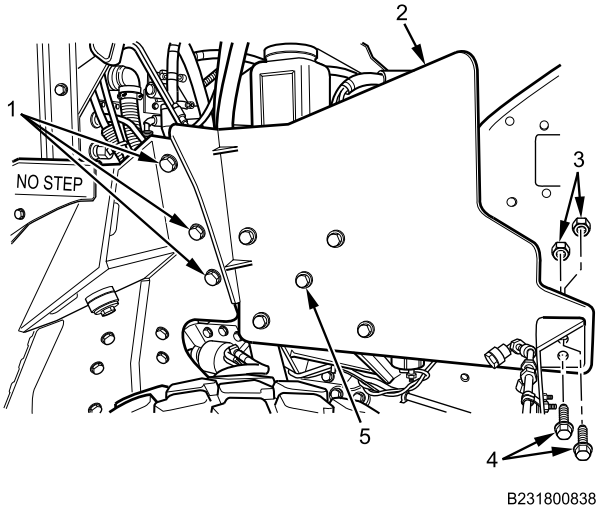

Figure 2. Right Side Engine Armor Plate (Mounting Bracket Hidden).
2. With assistant, install armor plate (Figure 2, Item 2) on mounting bracket with five bolts (Figure 2, Item 5). Do not tighten bolts.
3. Loosely install three bolts (Figure 2, Item 1) on wheel deflector armor plate.
4. Torque bolts (Figure 2, Item 1 and 5) to 275-300 lb-ft (373-407 N•m).
5. Install tire FSS bracket on armor plate (Figure 2, Item 2) with two bolts (Figure 2, Item 4) and new locknuts (Figure 2, Item 3). Tighten securely.